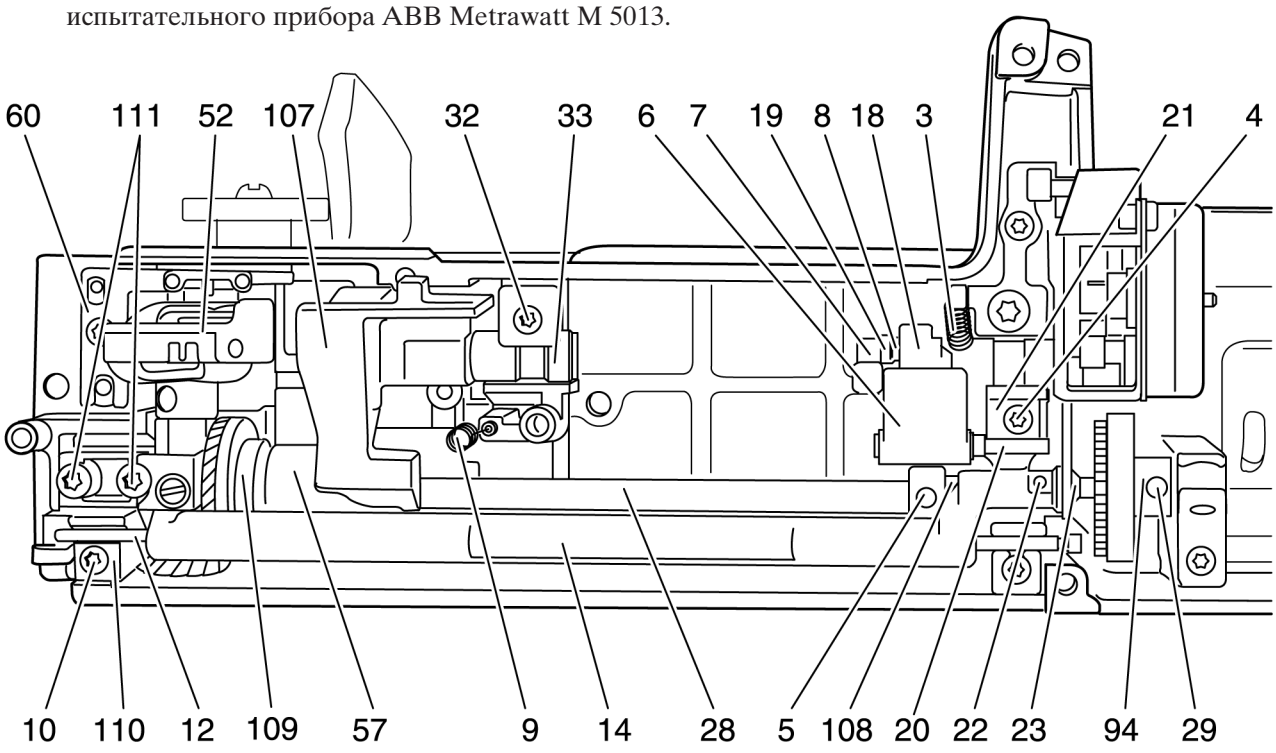

Рис. 83
- Закрепите подшипник челнока винтами 111 (рис. 83).
- Затяните винт 57 на плоскости приводного вала челнока 28 (рис. 83).